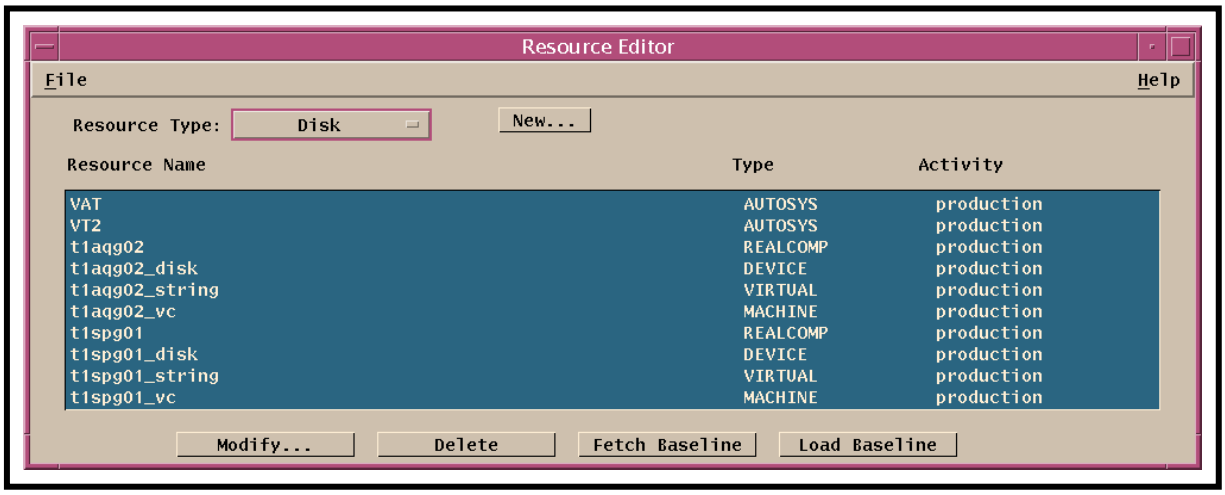
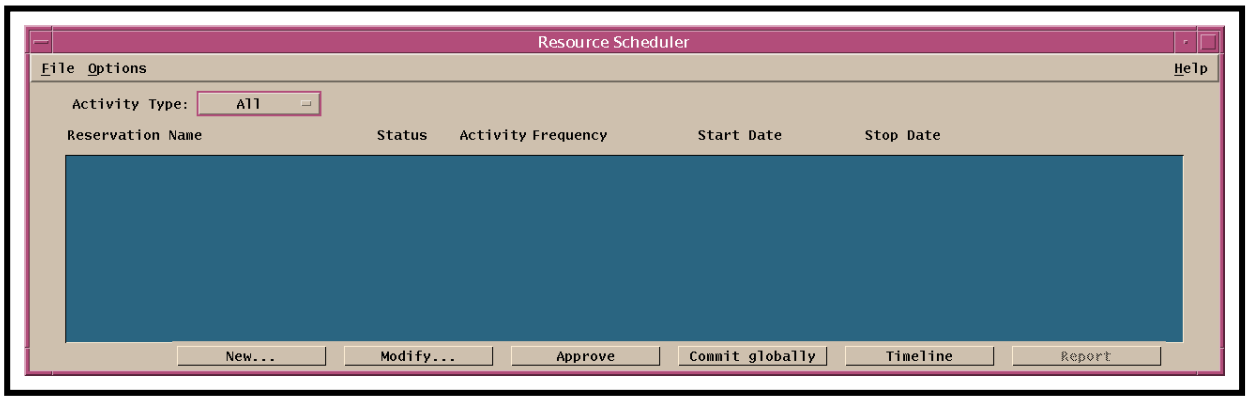

Figure 5. Resource Editor
Figure 6. Resource Scheduler
- The **Resource Editor** (Figure 5) is displayed.
- The **Resource Scheduler** (Figure 6) is displayed.
Shutting down resource planning applications starts with the assumption that the **Resource Editor** (Figure 5) and the **Resource Scheduler** (Figure 6) have been launched and the GUIs are currently being displayed.
- The **Resource Editor** (Figure 5) disappears.
- The **Resource Scheduler** (Figure 6) disappears unless there are resource reservation requests with a status of "approved".